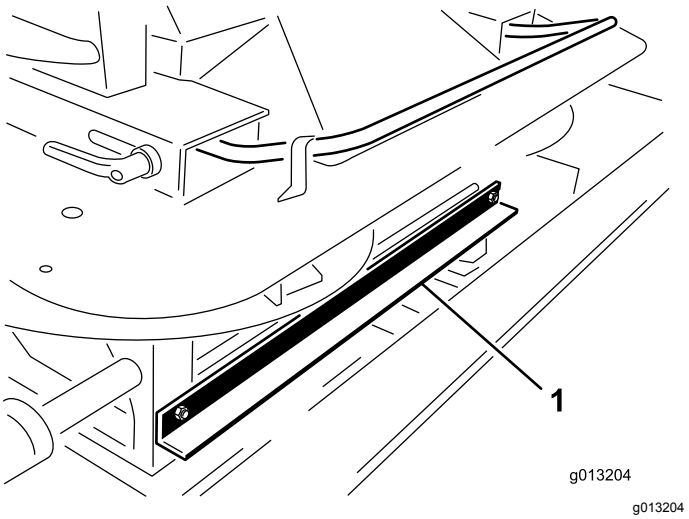

**Figuur 4**
3. Verwijder vooraan de dubbele spinner de 2 bouten en moeren waarmee de transportbeugel van het hefwerktuig van de machine aan de dubbele spinner zit (Figuur 4).